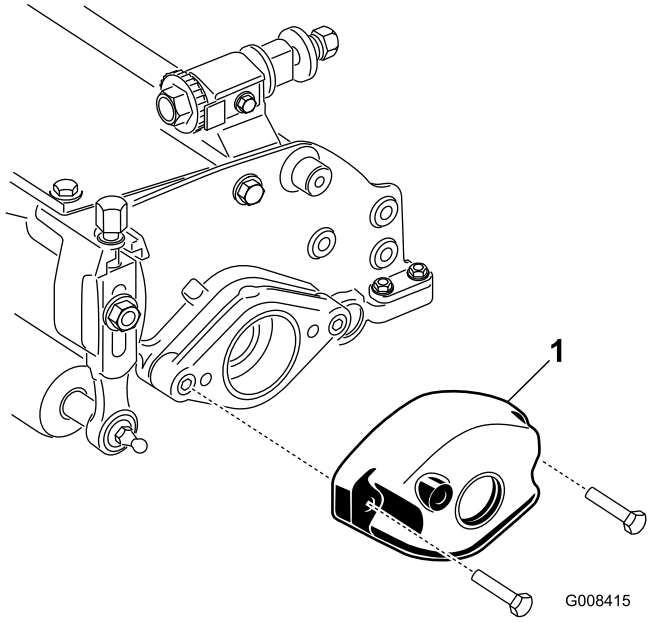

Figur 2
5. Fjern de to boltene og mutterne som fester motvekten på venstre side av klippeenheten og motvekten (Figur 2).